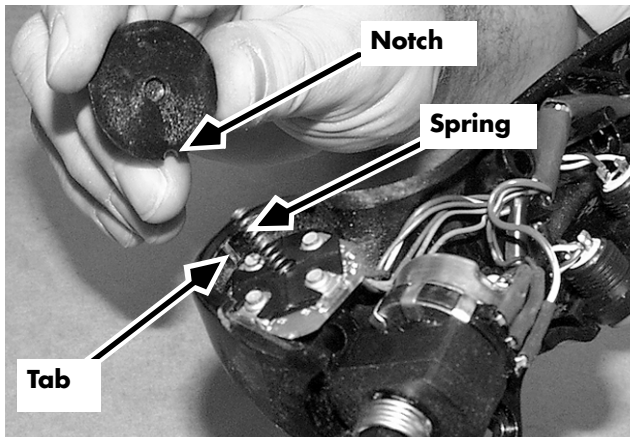

Figure 7-53: Tilt/Sideshift Button (DZ/DS/DT)
2. Install the tilt/sideshift spring base plate, spring, and button. Orient the button with the notch down. See Figure 7-53.